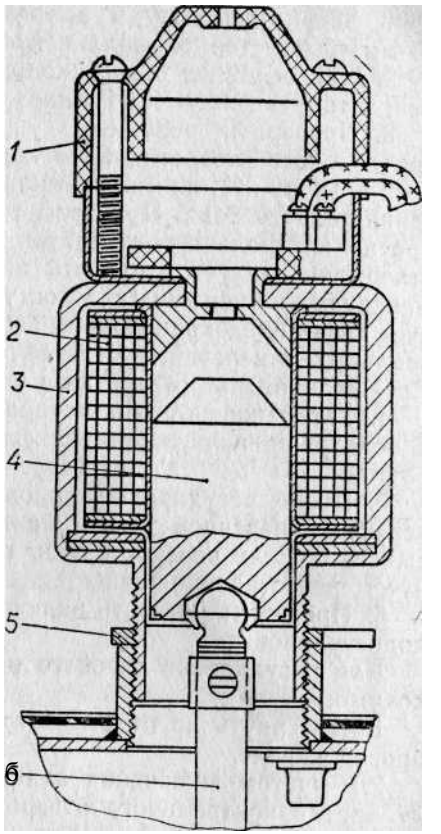

Рис. 20. Тяговое реле выбора III передачи:
Тяговое реле (рис. 20) состоит из корпуса *3,* катушки *2,* якоря *4* с тягой *6.* Корпус реле вкручивается во втулку корпуса механизма переключения передач и фиксируется спецгайкой 5.
1. Навернуть до отказа контргайку *5* (рис. 20) и отсоединить провод к реле.